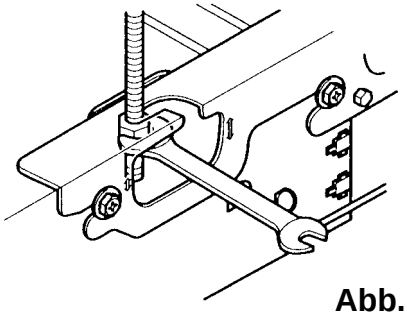

Abb. 29
- Stellen Sie die Gerätehöhe durch Drehen der Mutter mit Schlüssel ein. Den Schlüssel in den Ausschnitt in der Halterung der Einhängevorrichtung schieben (siehe Abb. 29).